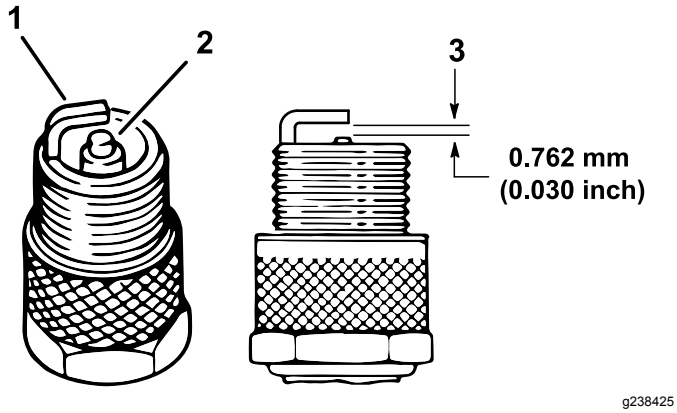

Figur 46
4. Kontroller tilstanden til elektroden på siden, elektroden i midten og elektrodeisolatoren i midten for å sikre det ikke er skader (Figur 46).
5. Still inn elektrodeavstanden mellom midten og siden på elektrodene til 0,762 mm, som vist i Figur 46.